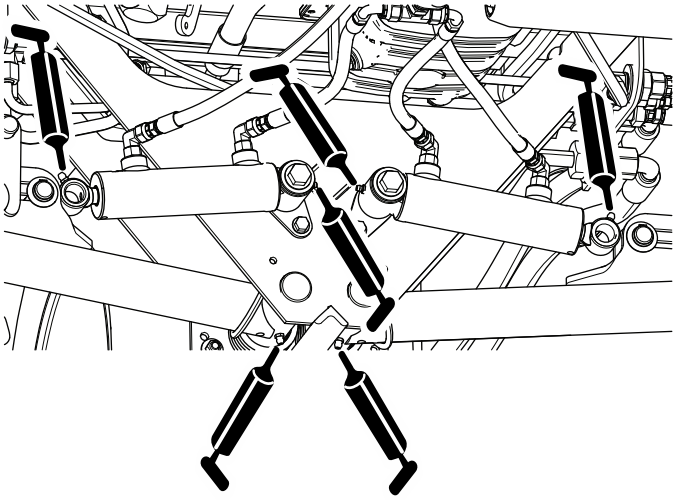

Figur 50
- Bakre løftearmstapper og løftesylindre (4 hver). Se Figur 50.